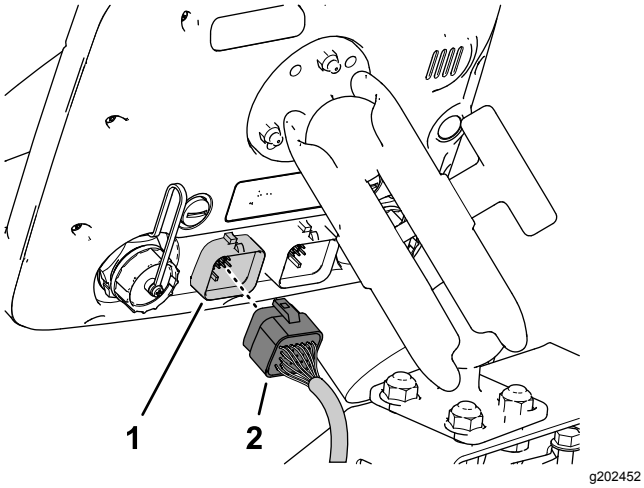

Figur 206
3. Placer dataledningsnettets stik med 26 sokler ud for sprøjtemonitorens stik med 26 ben, og tryk sokkelstikket ind i benstikket, indtil stikkets låsemekanisme aktiveres (Figur 206).